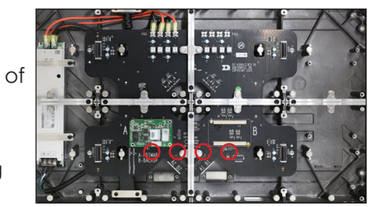

Figure 18: *Remove Nuts From Cover*
- **a.** Remove the two nuts (circled in red in **Figure 18**) securing the appropriate cover on the inside of the cabinet.